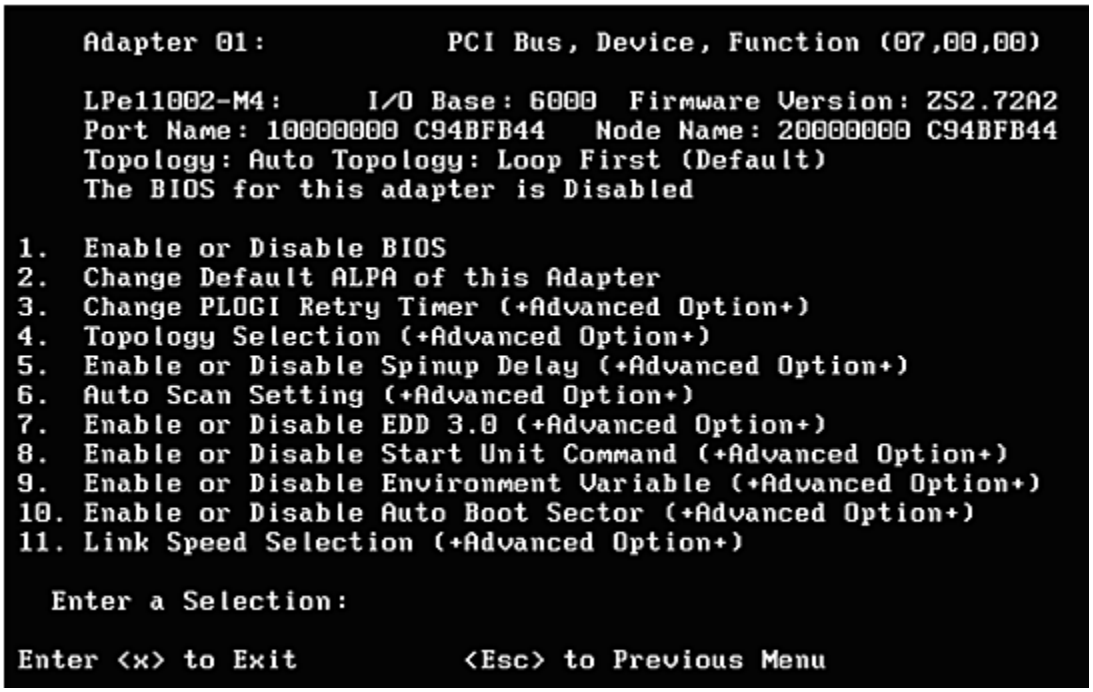

Figure 8: Adapter Configuration menu
1. When the Main menu is displayed, select **<2>,** Configure This Adapter's Parameters. The adapter configuration menu is displayed (Figure 8).
1. On the Main menu, select **<2>**, Configure This Adapter's Parameters. The adapter configuration menu is displayed (Figure 8).
1. On the Main Configuration menu, select **<2>**, Configure This Adapter's Parameters. The adapter configuration menu is displayed (Figure 8).